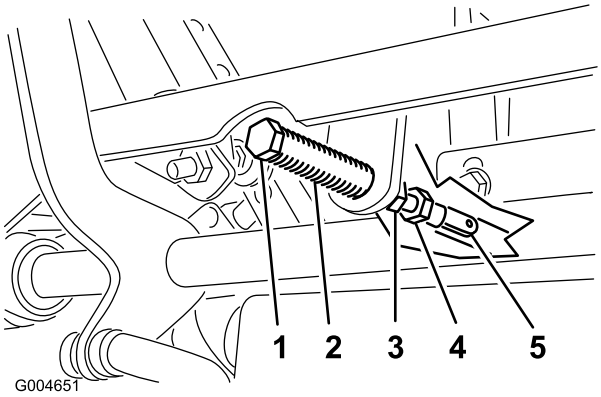

Figur 53
5. Trekk spaken tilbake inntil ringstiften (på armen over svingakselen) er i kontakt med endene på sporet (begynner så vidt å legge press på fjæren) som vist i Figur 53.
7. Hvis det er nødvendig med justering, må du løsne på mutteren og låsemutteren mot stangen (Figur 53).
8. Legg på lett trykk bakover på bevegelseskontrollspakene, vri hodet på justeringsbolten i korrekt retning inntil kontrollspaken er sentrert i den NØYTRALE LÅSESTILLINGEN (Figur 53).
9. Stram mutteren og låsemutteren (Figur 53).
10. Stram til låsemutrene ved kuleleddene (Figur 53).